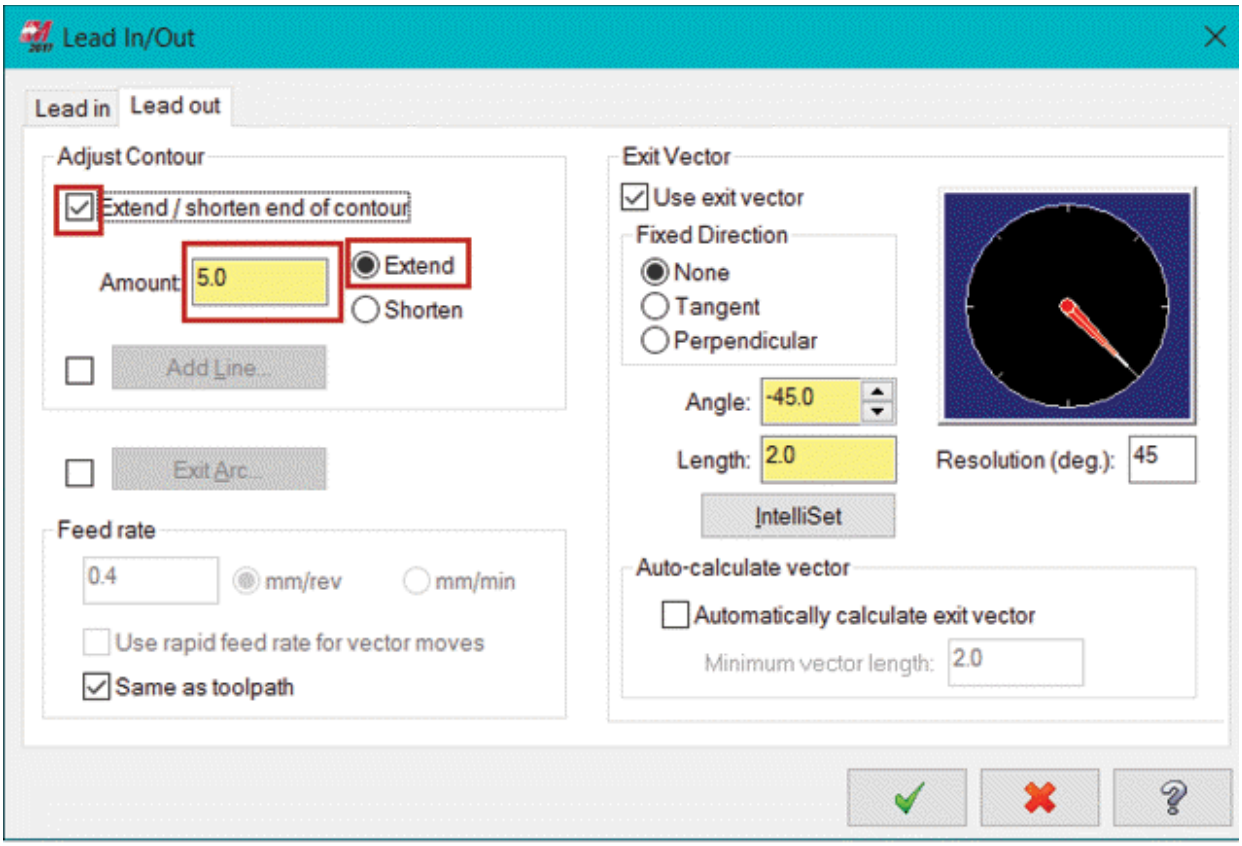

Figure-126. Options to extend contour
- Click on the **Lead out** tab in the dialog box and extend the contour by **5**; refer to Figure-126 (Options marked in boxes).